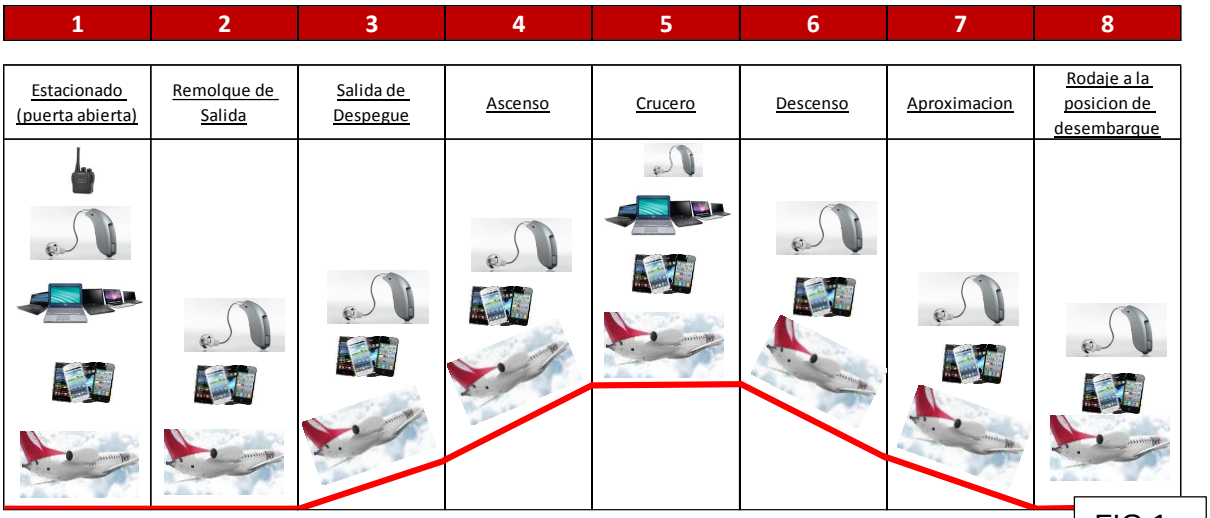

FIG.1
e) Los Smartphone podrán ser utilizados como teléfonos durante las fases 1 y 2 que se muestran en la fig. 1